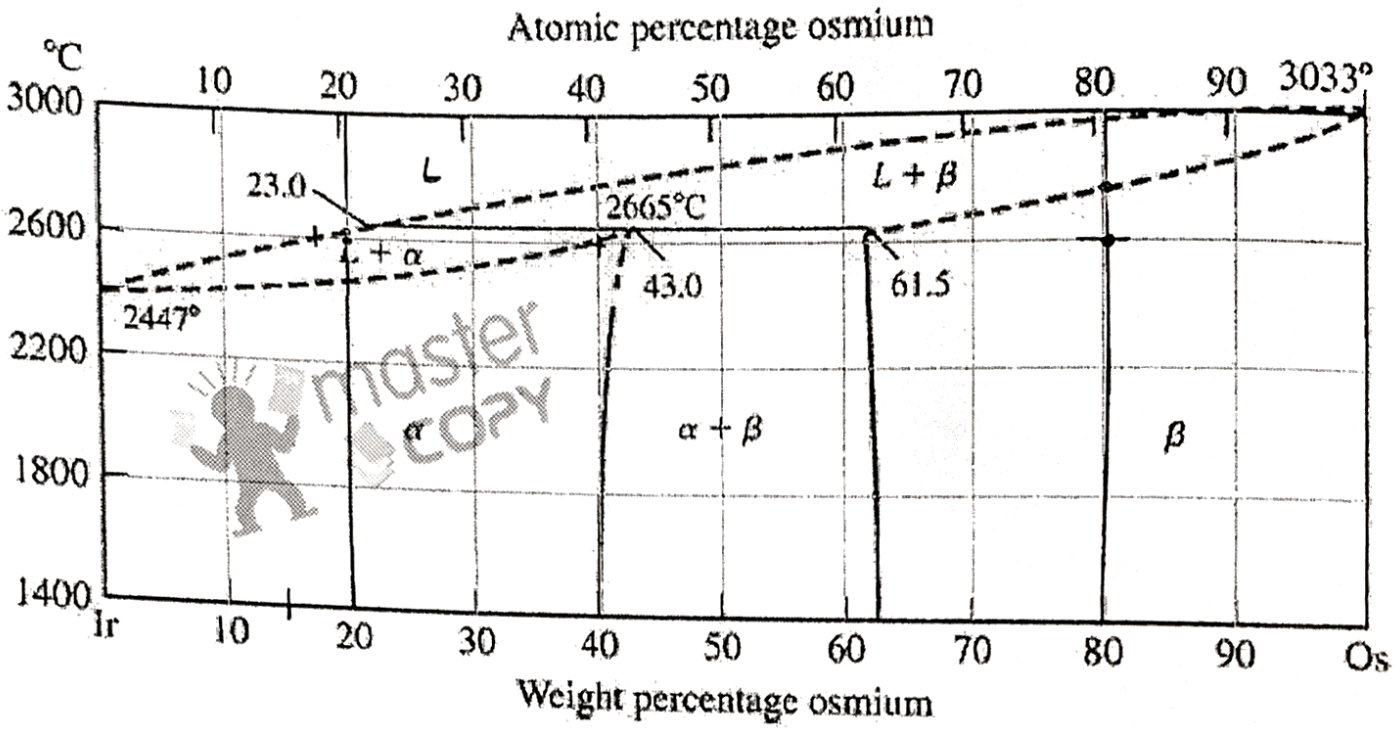

Figura 1 – Diagramma di stato iridio – osmio
3. Si consideri il diagramma di stato peritettico binario iridio-osmio in Figura 1.